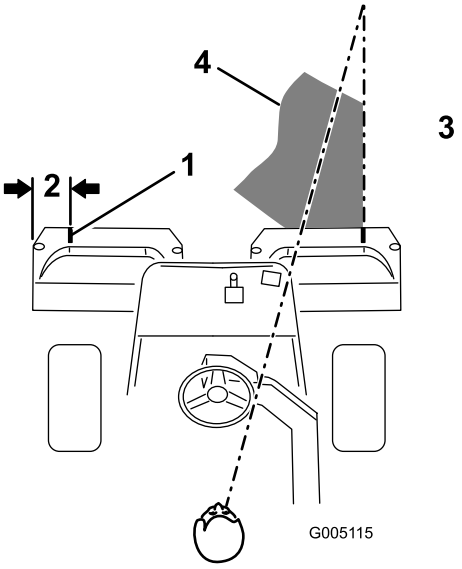
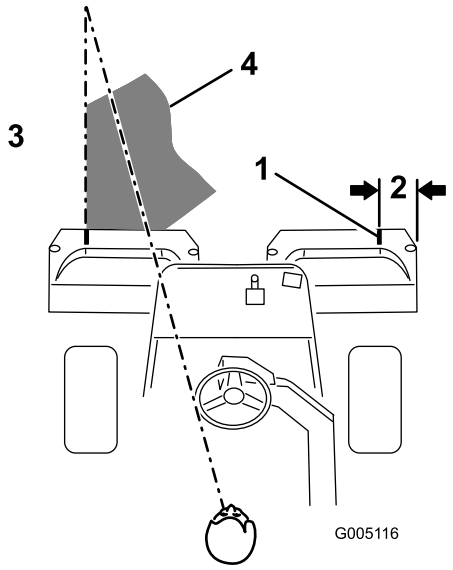

Figur 42
Figur 43
2. Placer enten et stykke hvidt tape, eller tegn en linje på hver enkelt opsamler parallelt med den ydre kant på hver enkelt opsamler (Figur 42).
3. Sørg for at overlappe minimalt med den forudgående klipning ved tilbagekørsler. Skab en imaginær, lige sigtelinje på ca. 1,8-3 m foran maskinen til kanten af den uklippede del af greenen (Figur 42 og Figur 43), som hjælp til at bevare en lige linje på tværs af greenen og for at holde maskinen i en tilsvarende afstand fra kanten af den foregående klipning. Der er nogle, der finder det nyttigt at medtage rattets ydre kant som en del af sigtelinjen, dvs. holde rattets kant på linje med et punkt, der altid holdes i samme afstand fra maskines forende (Figur 42 ogFigur 43).